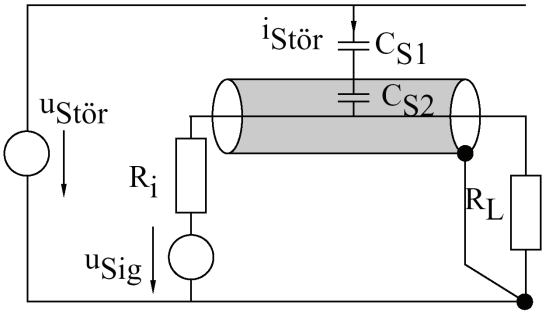

Bild 62: Abschirmung von Leitungen
In Bild 11 ist die kapazitive Schirmung eines Signalkreises gegenüber einem Störkreis dargestellt. Überlegen Sie sich, ob die Schirmung gemäss Bild 62 nicht zweckmässiger wäre.
a) Auf der linken Seite des folgenden Bildes ist die Ersatzschaltung für die Anordnung von Bild 11 und auf der rechten jene für die Anordnung von Bild 62 dargestellt.
b) Der Schirm muss an der Signalquelle mit dem Bezugsleiter verbunden werden. Im anderen Fall erzeugt der Störstrom über der Leitungsimpedanz $Z = R + j\omega L$ des Bezugsleiters eine Spannung, welche sich im Nutzkreis der Signalspannung überlagert. In der Anordnung nach Bild 11 sind demzufolge die kapazitiv eingekoppelten Störungen geringer als in jener von Bild 62.